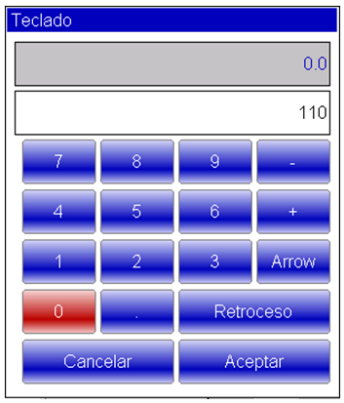

Figura 28 Teclado en pantalla para introducir los ángulos no predefinidos de la pieza
- Tocando una de las ocho flechas de dirección, empezando por en sentido horario, el siguiente segmento se dibujará con diferentes ángulos predefinidos, siendo estos 45º, 90º, 135º, 180º, -135º,-90º, -45º y 0º. Al presionar la tecla es posible introducir ángulos diferentes a los predefinidos, tal como se muestra en la figura 28.